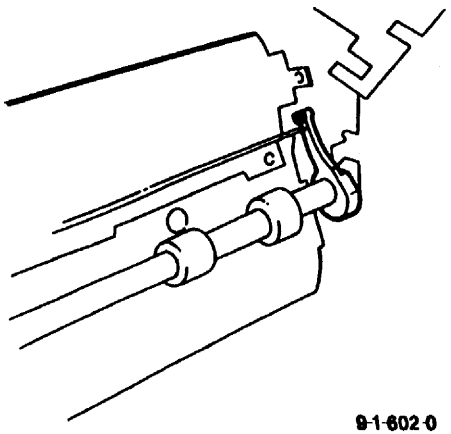

Рис. 5 Положение рычага
2. (Рис. 5) Убедитесь, что рычаги крышек установлены на место правильно.